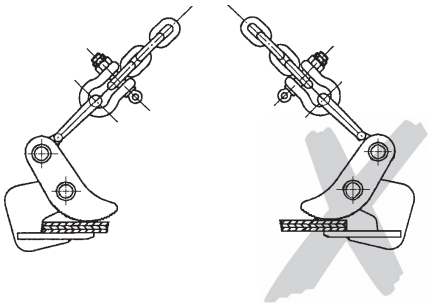

Fig. 3
- Insérer entièrement la charge dans les mâchoires de serrage (Fig. 3).